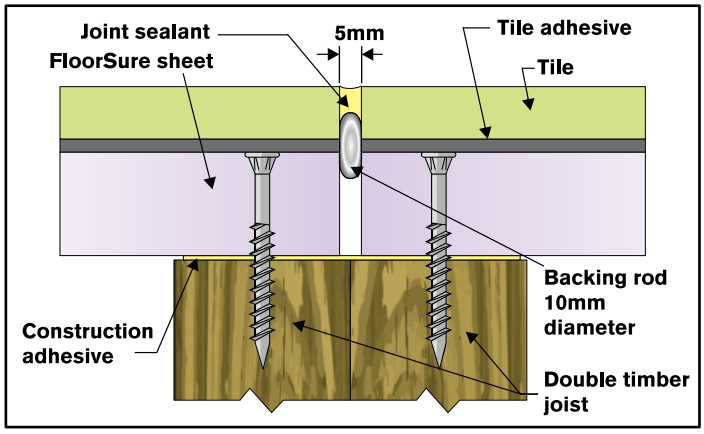

FIGURE 7 – CONTROL JOINT: INTERNAL WITH TILES
1. Internal areas: every 5.4m along boards (see Figure 7).